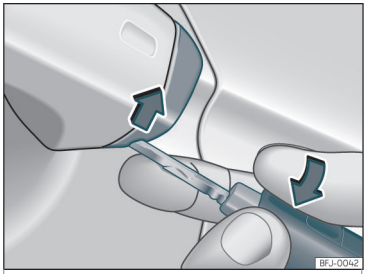

Fig. 74 Manecilla de la puerta del conductor: desprender la tapa haciendo palanca.
- Introduzca el espadín en la abertura inferior de la tapa de la manecilla de la puerta del conductor ››› fig. 74 y eleve la tapa de abajo hacia arriba.